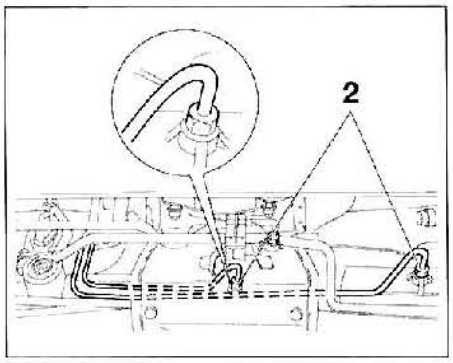

FIG. 23
• Aflojar los rácores (2) en el cilindro hidráulico del mecanismo de dirección (fig. 23).